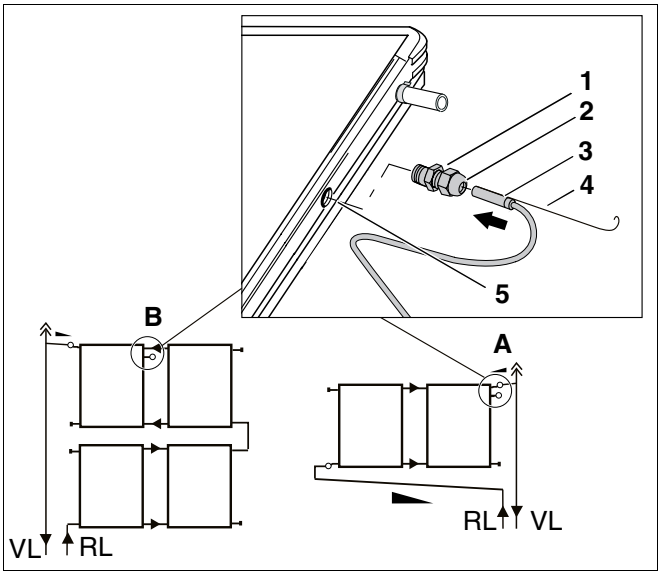

Afb. 58 Collectorvoeler aansluiten
– Inbouwpositie (afb. 58, **pos. A**) bij systemen met één rij collectoren.
– Inbouwpositie (afb. 58, **pos. B**) bij systemen met twee rijen collectoren.
- Druk de warmtegeleidende pasta in de dompelhuls (afb. 58, **pos. 5**).
- Voer de collectorvoeler (afb. 58, **pos. 3**) met de kabel (afb. 58, **pos. 4**) door de klemkoppeling (afb. 58, **pos. 1** en **2**) en schuif de collectorvoeler ca. 170 mm tot aan de aanslag in de dompelhuls (afb. 58, **pos. 5**).
- Schroef het onderste deel van de klemkoppeling (afb. 58, **pos. 2**) in de draad van de dompelhuls (afb. 58, **pos. 1**).
- Trek de klemkoppeling (afb. 58, **pos. 1** en **2**) aan.